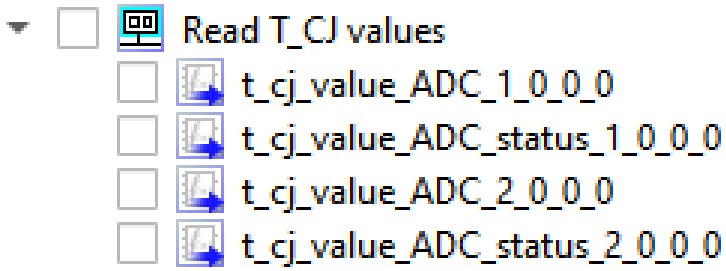

Рисунок 2.15 − Переменные для считывания измеренной температуры холодного спая для групп каналов 1-8 и 9-16 с соответствующими статусными переменными
– расчет температуры холодного спая термопар. Данная настройка позволяет пользователю получать измеренное значение температуры холодного спая по каналам 1-8 и/или 9-16. Значение температуры холодного спая для выбранной группы отображается в соответствующей переменной t_cj_value_ADC_x_y в группе «Read T_CJ values», где x – номер группы каналов (1 соответствует группе каналов 1-8, 2 – группе каналов 9-16), y – адрес модуля в проекте (рисунок 2.15). Также для каждой температуры холодного спая термопар создается соответствующая статусная переменная t_cj_value_ADC_status_x_y, где x – номер группы каналов (1 соответствует группе каналов 1-8, 2 – группе каналов 9-16), y – адрес модуля в проекте. В эту переменную считывается признак статуса измеренной температуры холодного